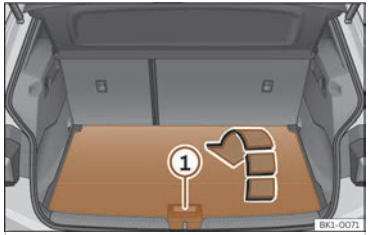

**Fig. 171** In the luggage compartment: open the second luggage compartment floor.
- To *open it*, grasp the handle ››› **Fig. 171** ① and fold the rear of the luggage compartment floor forwards in the direction of the arrow.